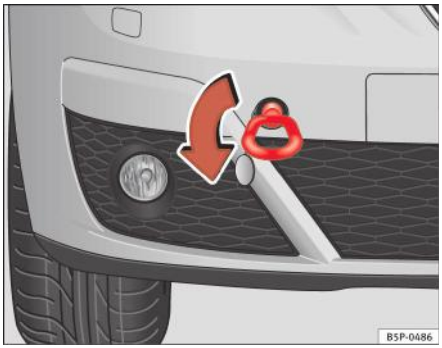
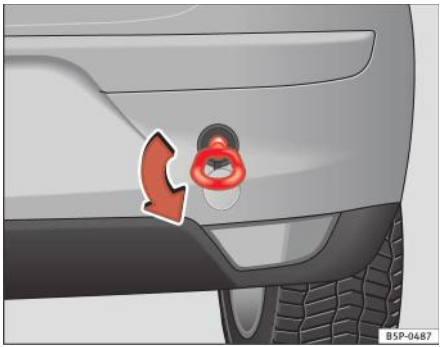

Fig. 203 Secțiunea frontală dreaptă a automobilului: Montarea inelului de remorcare față
Fig. 204 Montarea inelului de remorcare în partea din spate a automobilului
– Înşurubați inelul de remorcare în sensul săgeții *în sens antiorar* până la limită în orificiul filetat din față ⇒ fig. 203 sau din spate ⇒ fig. 204. ■